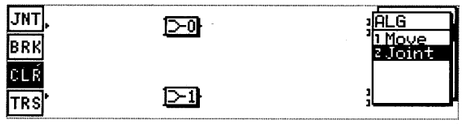

Fig.6
6. Using the cursor key, position the cursor at "CLR" and press CONTROL key. (See Fig.6. P6)
6．カーソルを CLR に合わせ，CONTROL キーを押す。(Fig.6.P6)